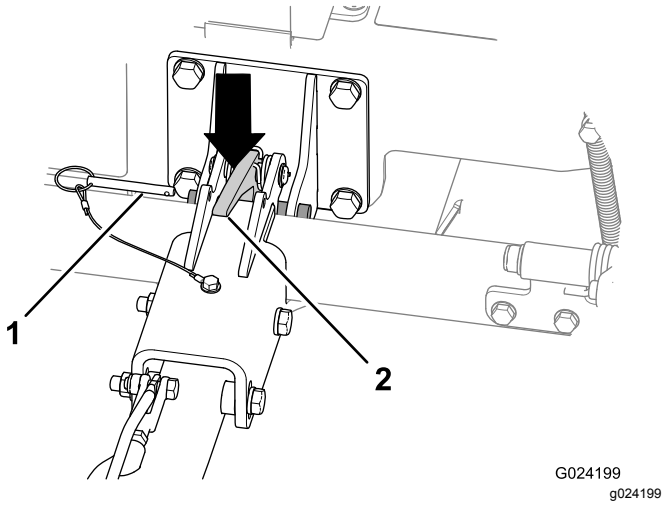

Rysunek 28
A. Wysunąć kołek zabezpieczający (Rysunek 28).
C. Nacisnąć na zaczep haka, aby odblokować hak (Rysunek 28).